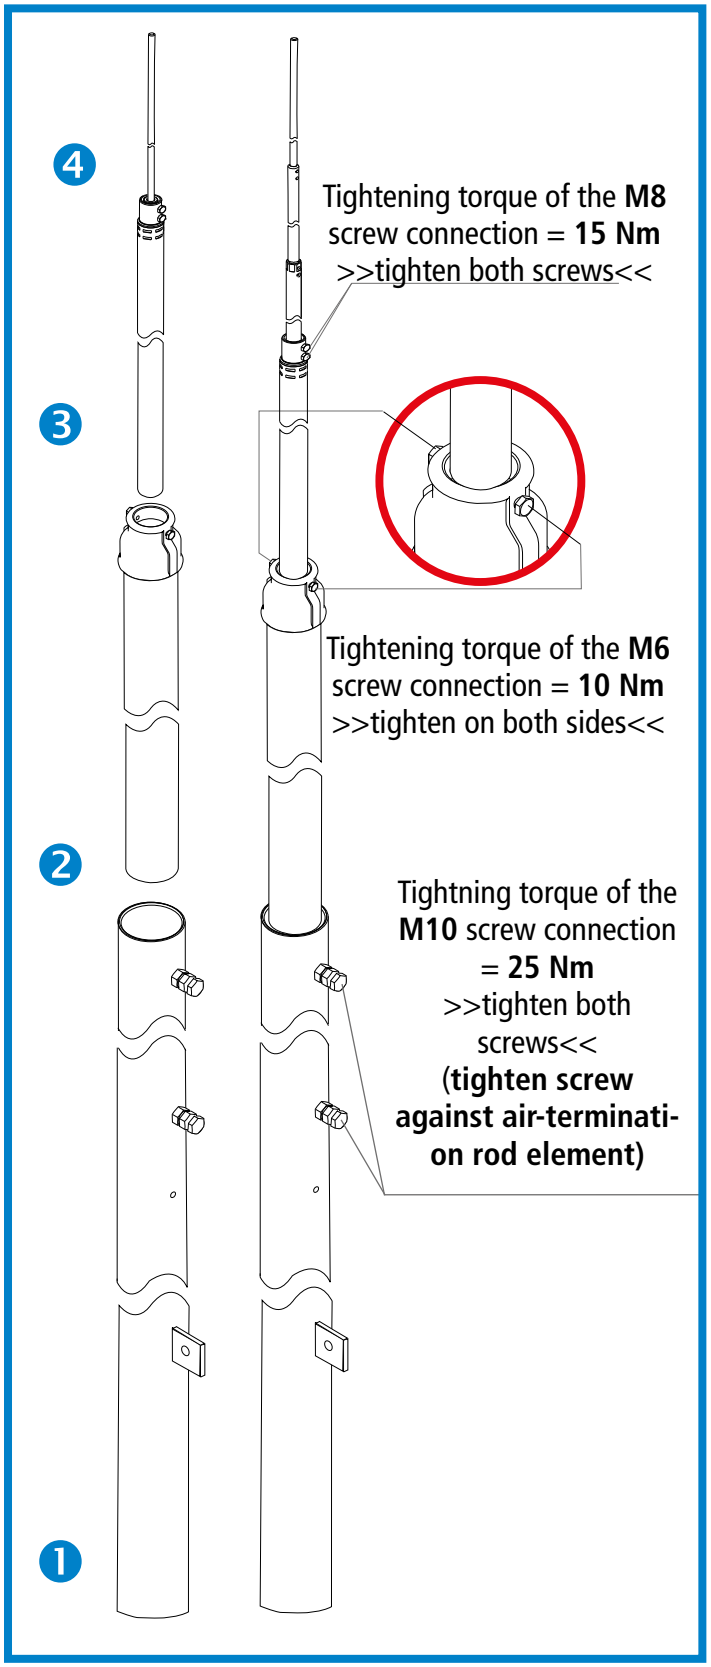

Fig. 10 Assembly
Insert the air-termination mast element ❸ (Ø 40 mm); 1500/2000 mm long into the air-termination mast element ❷ and tighten it. Then tighten the air-termination rod by means of the two hexagon screws (at the air-termination mast element) (see Fig. 10).